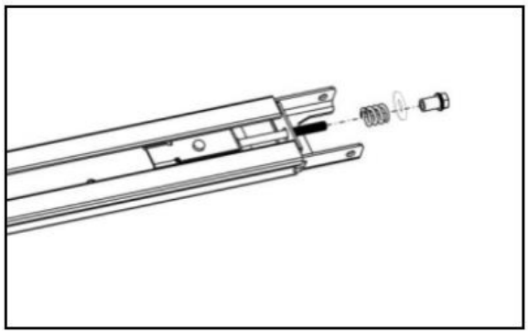

Figure 9
3. Comme sur la figure 9, desserrez l'écrou et le ressort.